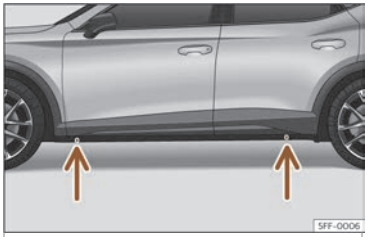

Fig. 39 Punts de suport del gat.
- Cerqueu al llarguer la marca del punt de recolzament del gat (zona enfonsada) més proper a la roda a canviar››› **fig. 39** .